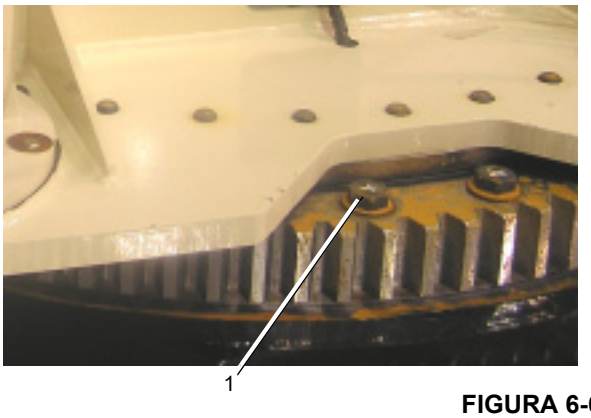

FIGURA 6-6
Los pernos de la pista exterior (1) se encuentran en la parte superior del cojinete (Figura 6-6).